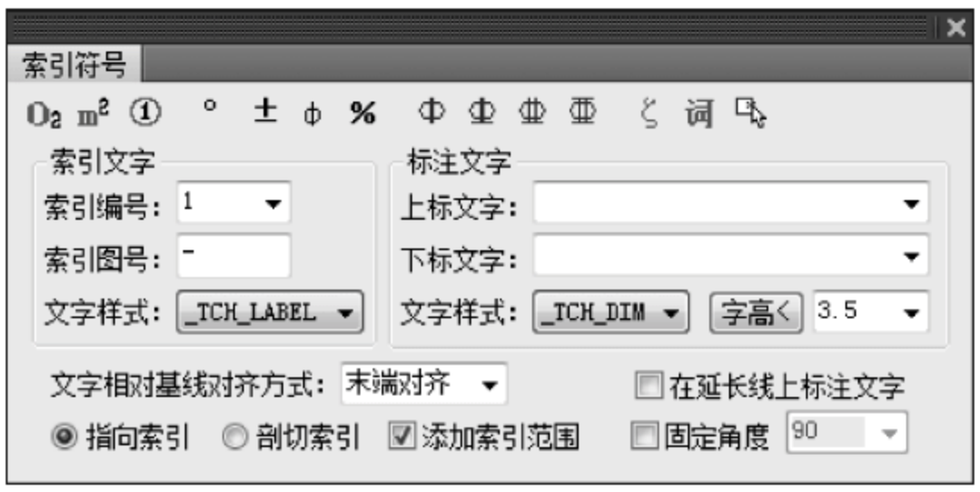
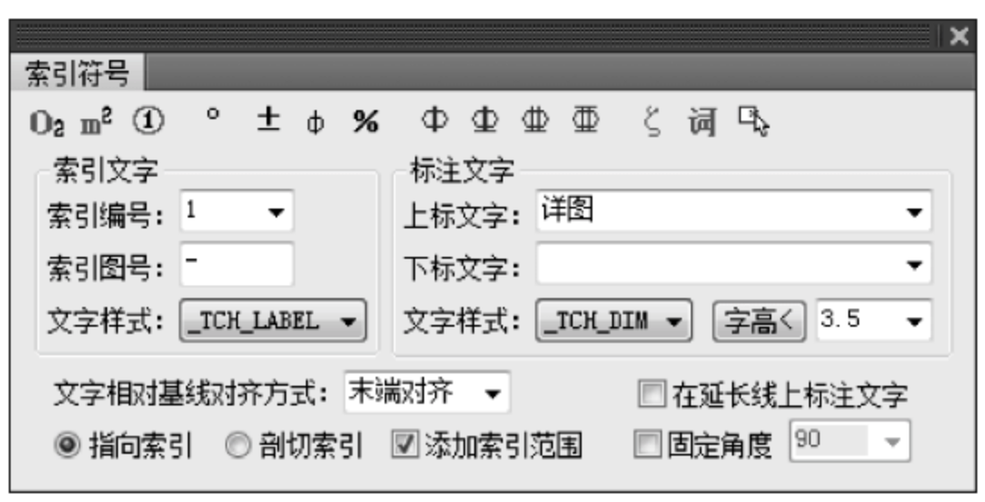

图 13-12 “索引符号”对话框
图 13-14 “指向索引”参数
单击菜单命令后,打开的对话框如图 13-12 所示。
(1) 单击菜单中的“符号标注”→“索引符号”命令,打开的对话框如图 13-12 所示,选择“指向索引”,在对话框中选择适当的选项,选项填入内容如图 13-14 所示。